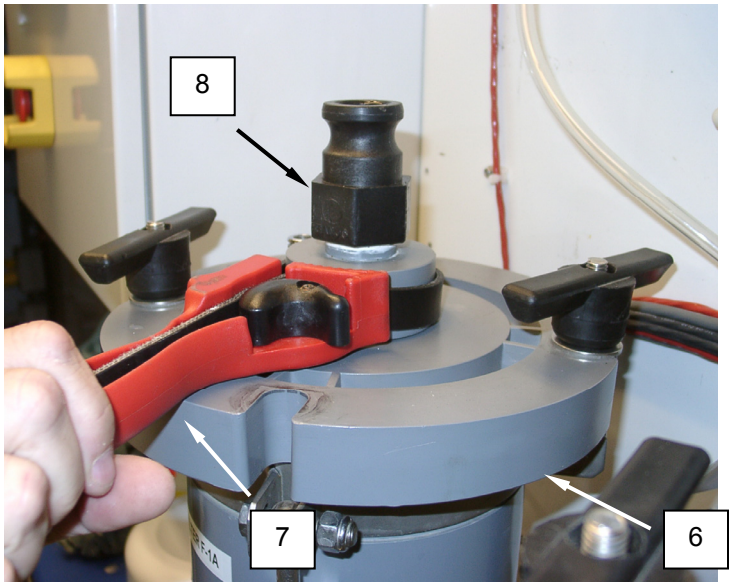

Figure 2. Replace the F-1A or F-1B Filter Elements (Socks).
2. Use a strap wrench **(Figure 2, item 7)** to loosen the QD male fitting **(Figure 2, item 8)** from the filter cap **(Figure 2, item 6)**.